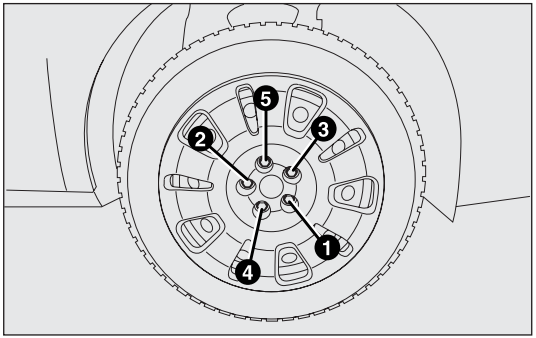

fig. 139 F0V0158m
- ❒ use the wrench provided to tighten the bolts in a criss-cross fashion in the order shown in fig. 139.